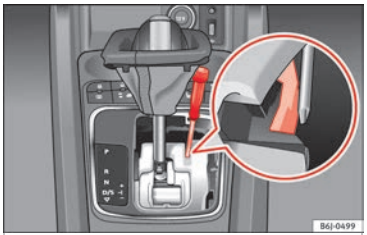

Fig. 46 Manual release of the selector lever.
- Press the yellow plastic part with your finger in the direction indicated by the arrow ›› **Fig. 46**.